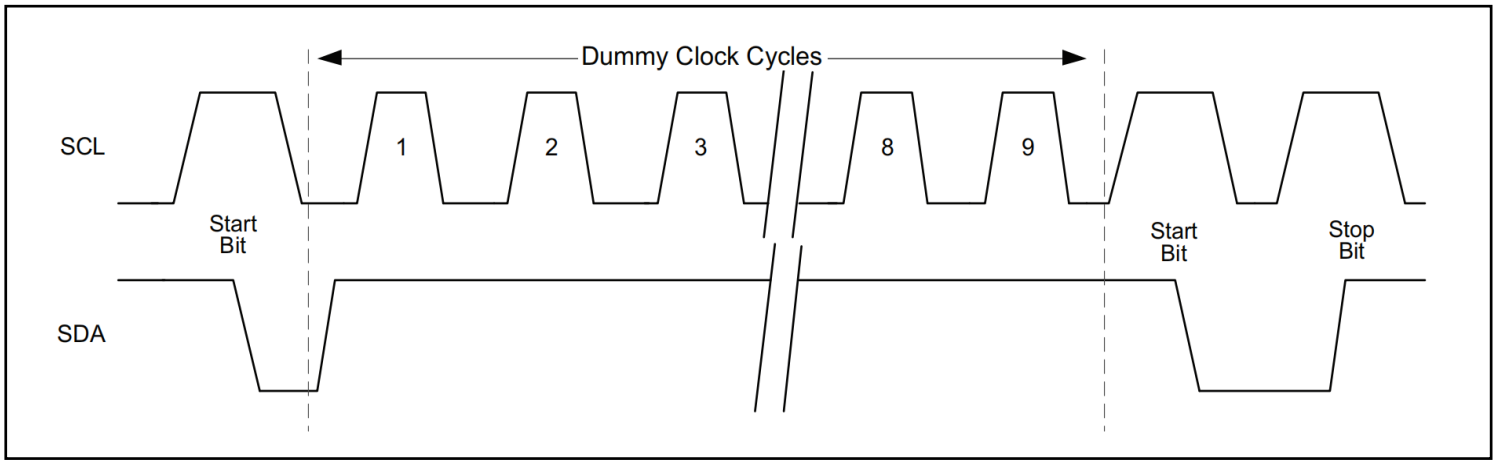

Figure 1. Software Reset
3. Create another Start condition followed by a Stop condition, as shown in Figure 1 below.